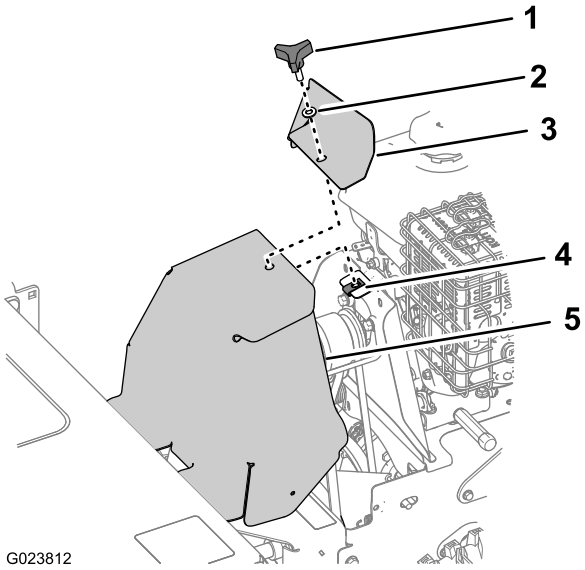

Rysunek 38
1. Zdejmij pokrętło i podkładkę mocujące pokrywę silnika i pokrywę paska do maszyny (Rysunek 38).
3. Wyrównaj pokrywę paska i pokrywę silnika względem maszyny i nakrętki płytkowej (Rysunek 38).
4. Zamocuj pokrywy pasa i silnika do maszyny za pomocą pokrętła i podkładki (Rysunek 38).